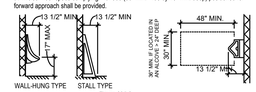

Figure 605.2
A. Urinals shall be stall-type or wall-hung with the rim 17" maximum above the finish floor or ground. Urinals shall be 13 1/2" deep minimum measured from the outer face of the urinal rim to the back side of the fixture. (Fig. 605.2)